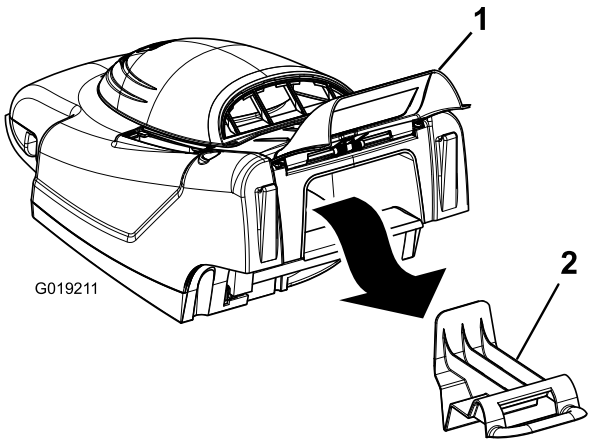

Figur 14
1. Lyft den bakre dörren och ta bort mullningspluggen (Figur 14).